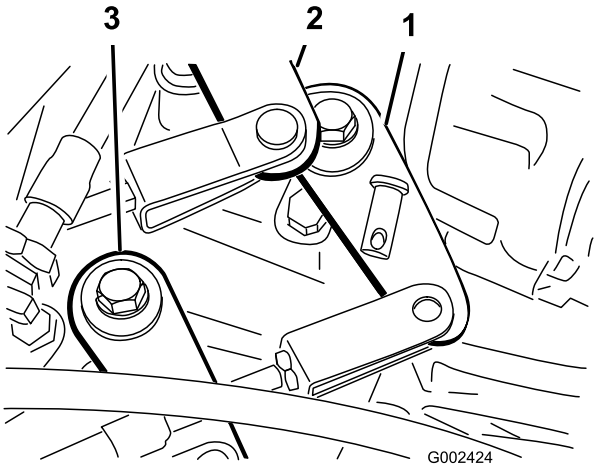

Figur 51
2. Fjern splittpinnene som fester girkablene til transakselens girarmer (Figur 51).
1. Fjern splittpinnen som fester kabelen for høy/lav hastighetsinnstilling til transakselen (Figur 51).